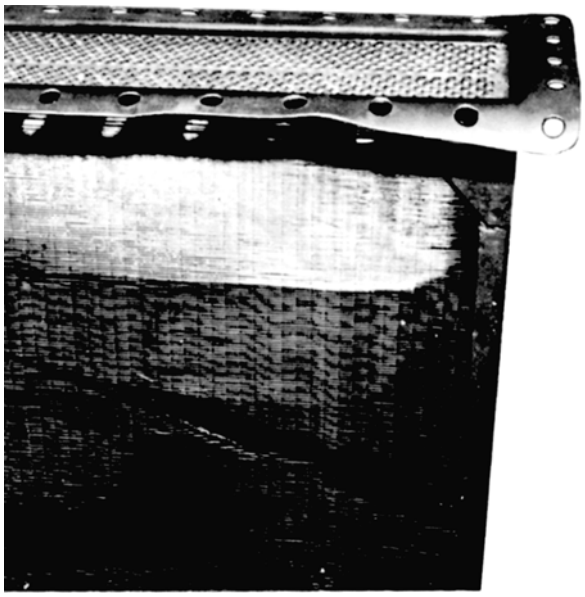

Fig. 4 - Damaged Header Flanges, Fins, And Rail Assembly
3. If necessary, straighten header flanges, Fig. 4. Comb bent fins to ensure that flow is not reduced.